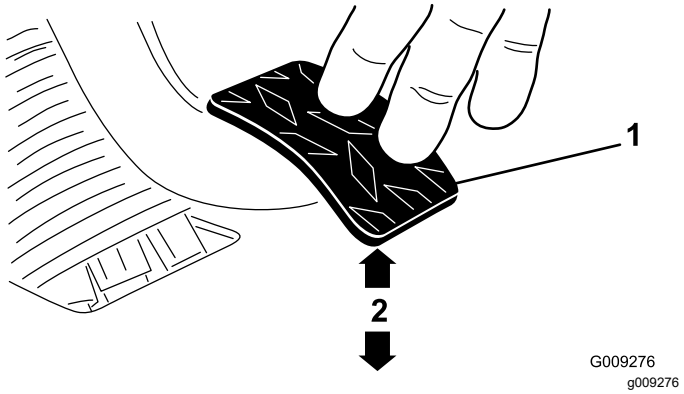

**Figur 69**
3. Justera kontramuttrarna eller kulleden tills den nedre bakre kanten på kopplingspedalen är 9,5 ± 0,3 cm från ovansidan av golvplattans diamantmönster när en kraft på 1,8 kg appliceras på pedalen (Figur 69).